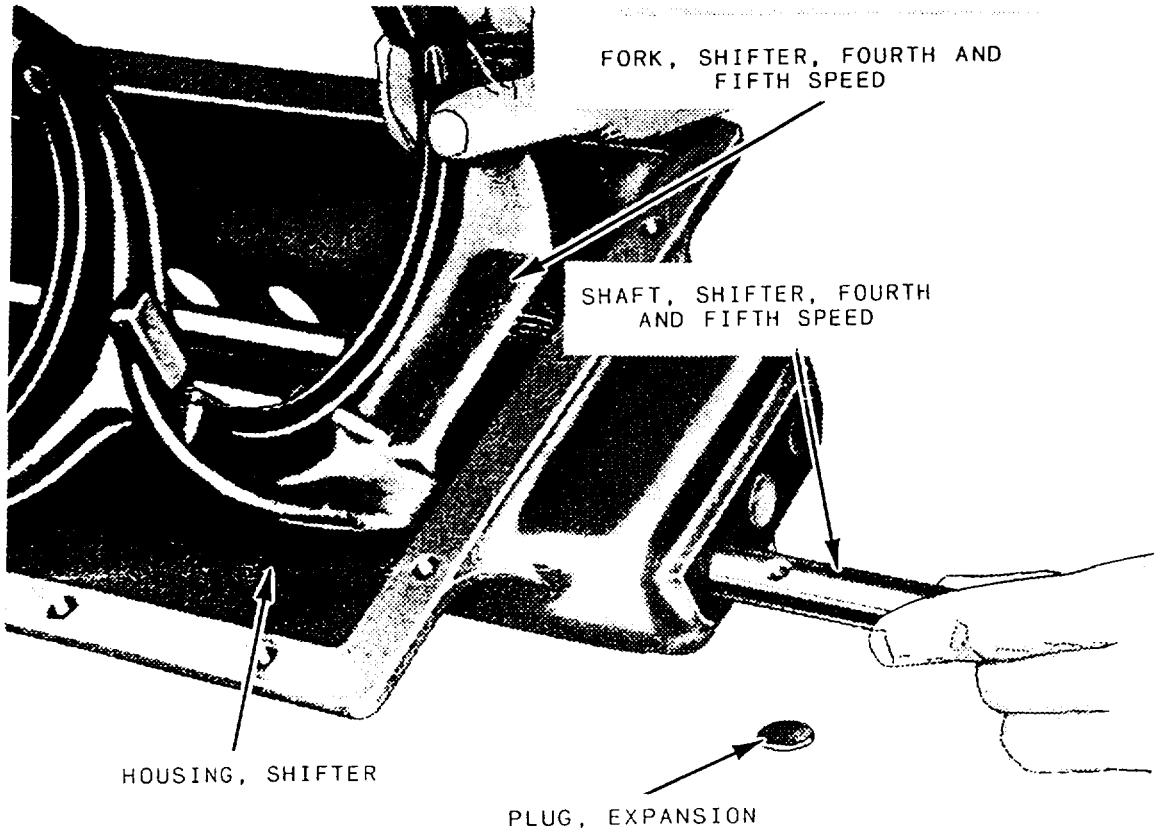

Figure 11-4.—Replacing shifter shafts and forks.
b. Shifter shaft detent grooves worn.	b. Remove shifter housing (fig. 11-4) and install new shifter shafts.